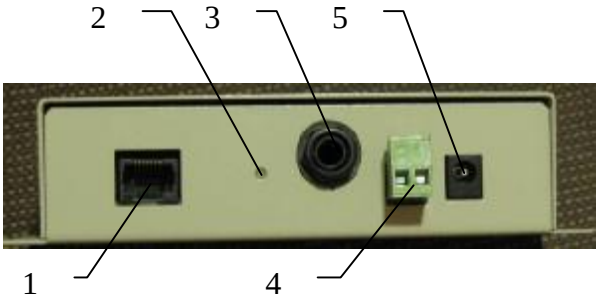

Рисунок 1.1 – Задняя стенка ИТС-АС,
ИТС-АС конструктивно представляет собой блок в металлическом корпусе без органов управления. К задней стенке ИТС-АС через разъемы подсоединяются коммуникационные и питающие кабели (см. рис. 1.1).
2.2.5. Подать питание на ИТС-АС (см. рис. 1.1).
ИТС-АС в режиме ожидания индицирует наличие свободной линии связи. При наличии свободной линии индикатор состояния линии (см. рис. 1.1) непрерывно светится зеленым цветом. Если свободной линии нет, то красным цветом;
Если ИТС-АС свободен, то центральное устройство осуществит сеанс связи. При этом у ИТС-АС индикатор состояния линии (см. рис. 1.1) будет мигать зеленым. В противном случае (ИТС-АС занят):